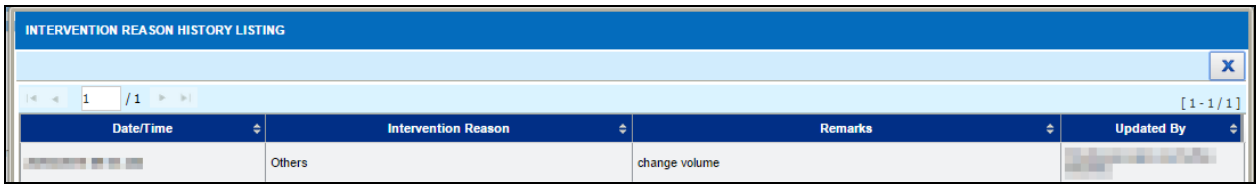

Figure 4.8-5 Intervention Reason history
- *Click on the* History *button to view history of Intervention reason history listing as per Figure 4.8-5.*